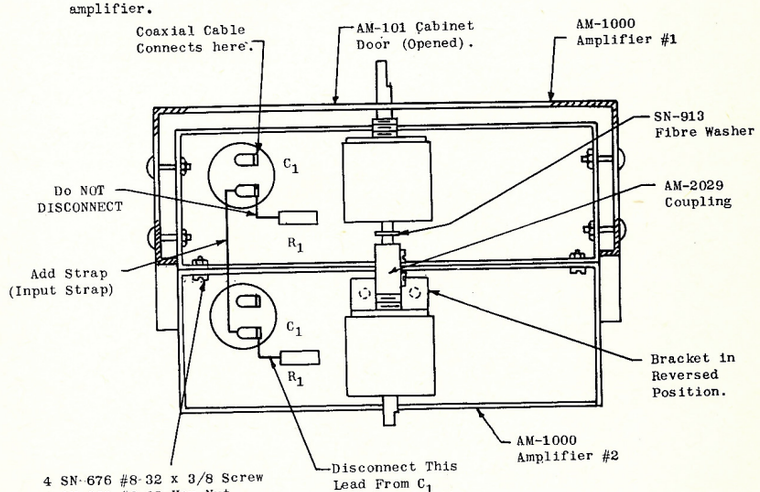
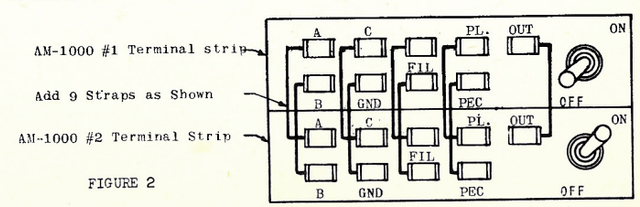

FIGURE 1
FIGURE 2
A. Modifications. IN THE SECOND AMPLIFIER in each cabinet disconnect R_1 from C_1, and tape the lead. This change should not be made in the first amplifier in the cabinet. The second amplifier is the one which projects out beyond the cover as shown in Fig. 1 and is shown as Amplifier #2. (See Dwg. WD-108 regarding other circuit changes which may be necessary.)
B. The Installation Procedure for the second amplifier (modified per A above) is as follows: (See Figure 1 below.)
(1) Install fibre washer (required to avoid grounding) and AM-2029 Coupling on potentiometer shaft of first amplifier.
(2) On second amplifier remove potentiometer from bracket. Do not disconnect wires. Reverse mounting bracket to provide space for the AM-2029 Coupling, and remount potentiometer.
(3) Attach second amplifier to first, using four #8-32 x 3/8 R.H.I.M.S., Nuts and lockwashers supplied.
(4) Line up second potentiometer with first. A slotted hole is provided in the bracket for this purpose. Tighten coupling set screw and the potentiometer locknut.
(5) Mount the second amplifier terminal strip below the first (See Figure 2) using two #8-32 x 3/8 R.H.I.M.S., nuts and lockwashers supplied.
(6) Form the second amplifier cable toward the cabinet cover so that it clears the terminal strip when the cover is closed. Adjust the cable clamp as required.
(7) Like terminals on the two AM-1000 should be strapped together per Figure 2. The input should be strapped by connecting a wire between the lower terminals of C_1 in each amplifier (See Figure 1).
(8) The two potentiometers are coupled together mechanically, so that the knob on the front of the cabinet controls the volume, irrespective of the AM-1000 in use.
(9) A terminal strip on an external cable form is provided for external connections. An "ON", "OFF" switch is provided on each terminal strip to disconnect an inoperative amplifier.